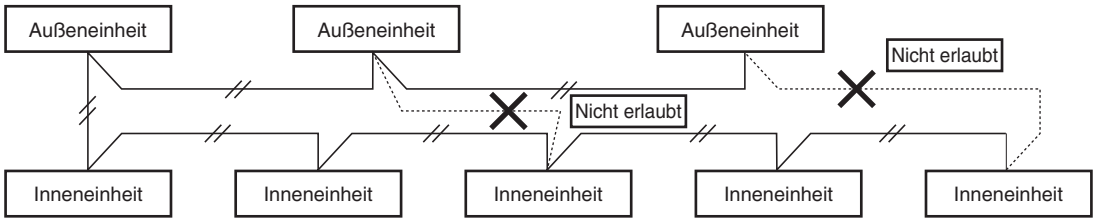

Abb. 4-3
(2) Die Einheiten-Steuerverbindungsverkabelung darf nicht so angeschlossen werden, dass eine Schleife gebildet wird. (Abb. 4-3)